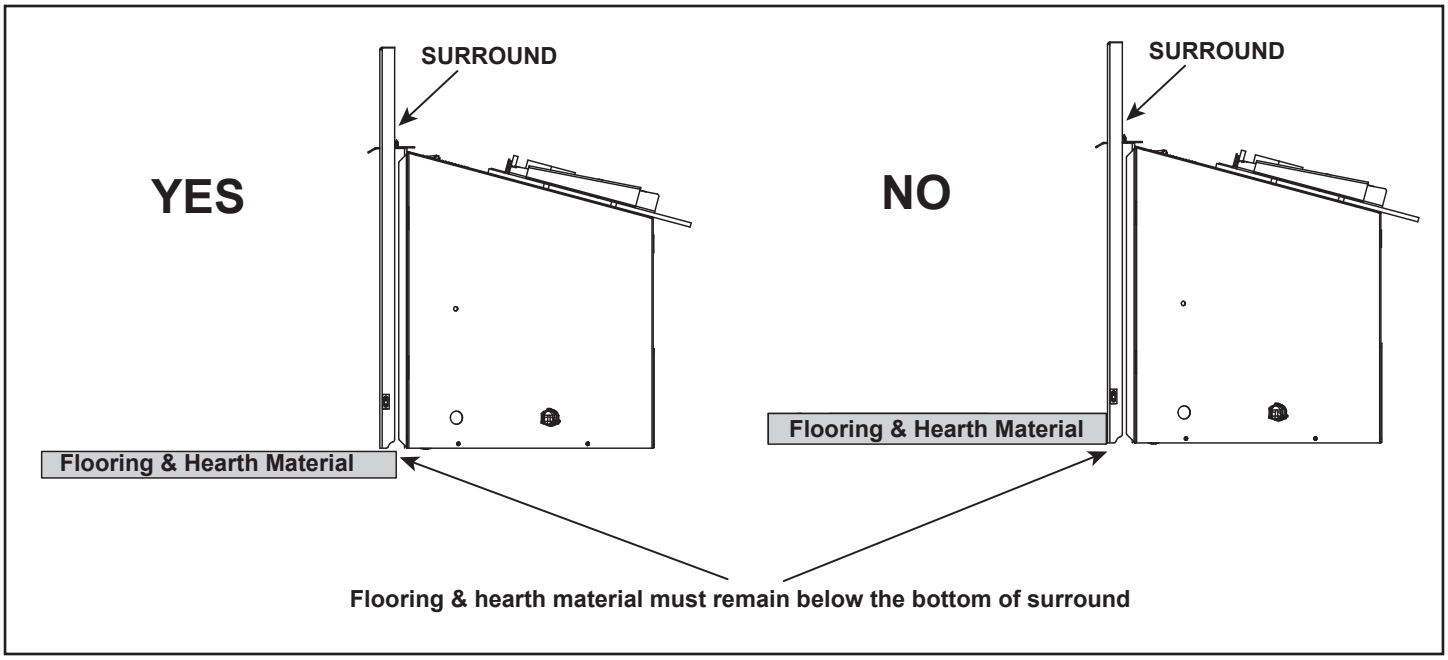

Figure 3.18 Flooring & Hearth Material
- All flooring and hearth material must remian below the bottom of the surround. See Figure 3.18.